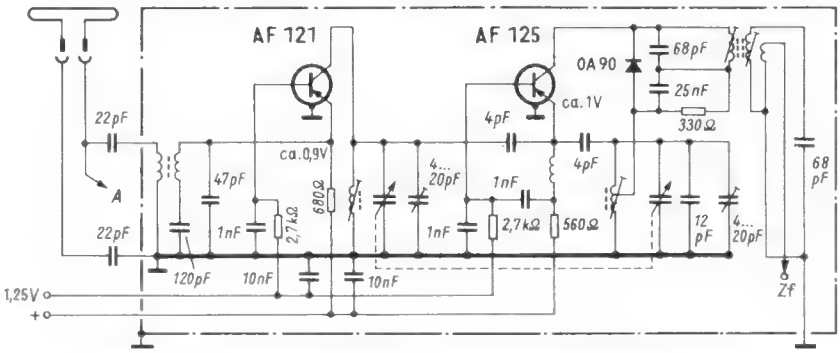

*Bild 3. Die UKW-Eingangsschaltung mit Hf-Vorstufe und Mischtransistor*
*Bild 3. Die Gesamtschaltung des Mischpultes. Um die Übersicht zu verbessern, wurden die beiden Verstärker mit den Eingängen 6, 7 und 8 fortgelassen; sie sind mit der Schaltung hinter den Buchsen 1, 2 und 3 identisch. Insgesamt enthält also das Mischpult fünf Verstärkerkanäle*
Die Schaltung ist weitgehend unter Verwendung von gedruckten Platten aufgebaut. Das Gerät besitzt vier Wellenbereiche. Der UKW-Eingangsteil *Bild 3* ist mit den beiden Transistoren AF 121 als Vorstufe und AF 125 als selbstschwingende Mischstufe aufgebaut. Beide Transistoren arbeiten in Basisschaltung. In der Mischstufe wird die Hf-Spannung über eine Kapazität von 4 pF in den Emitterkreis eingekoppelt. Eine eingebaute Netzantenne A für UKW sorgt bei einigermaßen günstigen Empfangsbedingungen für einen guten Empfang auch ohne Außenantenne.